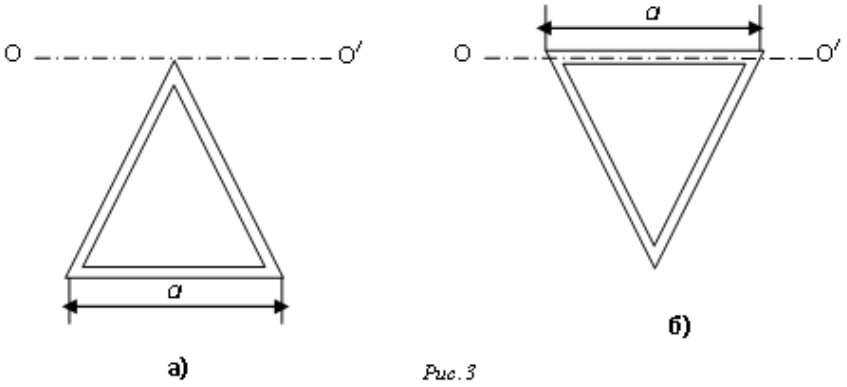

Рис.3
13. Определить момент инерции J проволочного равностороннего треугольника со стороной a $=10см$ относительно: 1) оси, лежащей в плоскости треугольника и проходящей через его вершину параллельно стороне, противоположно этой вершине (рис.3, а); 2) оси, совпадающей с одной из сторон треугольника (рис.3, б). Масса треугольника m равна $12\ г$ и равномерно распределена по длине проволоки.